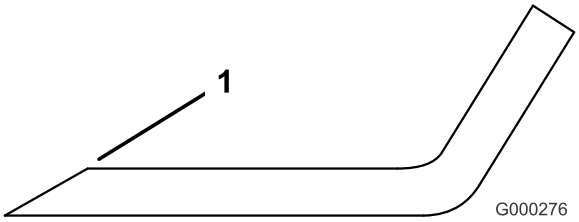

**Figure 92**
1. Use a file to sharpen the cutting edge at both ends of the blade (Figure 92).